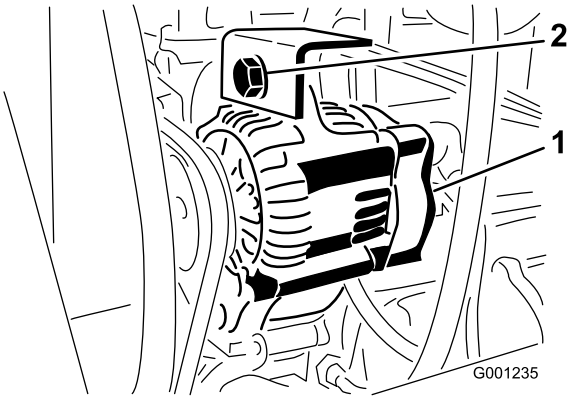

Figur 77
2. Løsne monteringsboltene for generatoren (Figur 77)
3. Øk eller reduser spenningen til generatorremmen, og stram til monteringsbolten (Figur 77).